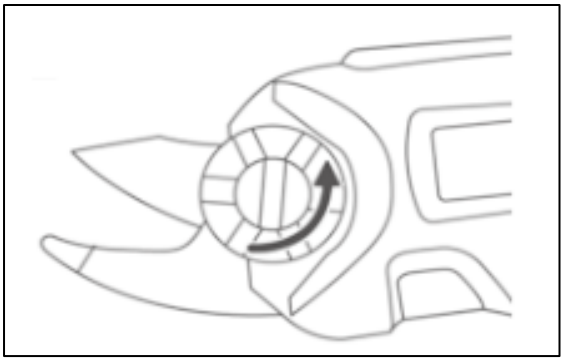

Rys. 4
Ostrze ruchome **8 (Rys. 4)** jako element roboczy ulega zużyciu, co może wpływać na jakość cięcia.
- Naciśnij przycisk zapadki, a następnie obróć pokrętło blokady ostrza w kierunku przeciwnym do ruchu wskazówek zegara, aby całkowicie je rozłączyć. **(Rys. 4)**